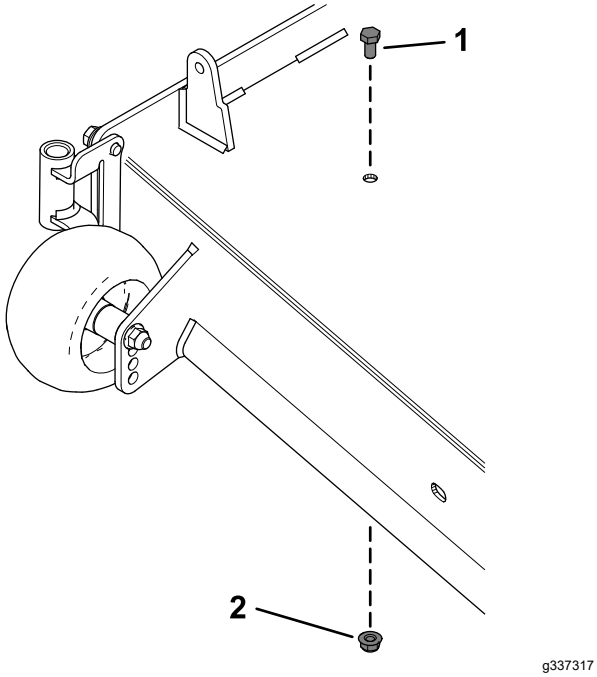

Figure 9
2. Remove the existing bolt and nut from the mower deck (Figure 9).